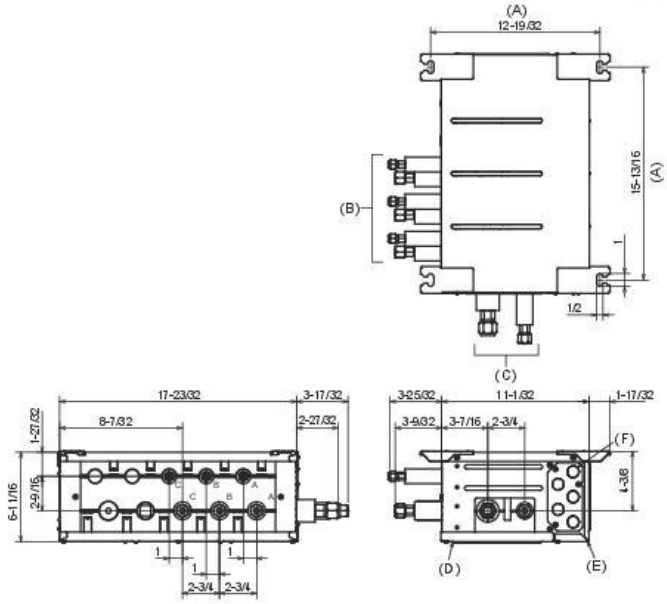

Fig. 4-4
■ **PAC-LMA30BC/PAC-LMC30BC (Fig. 4-4)**